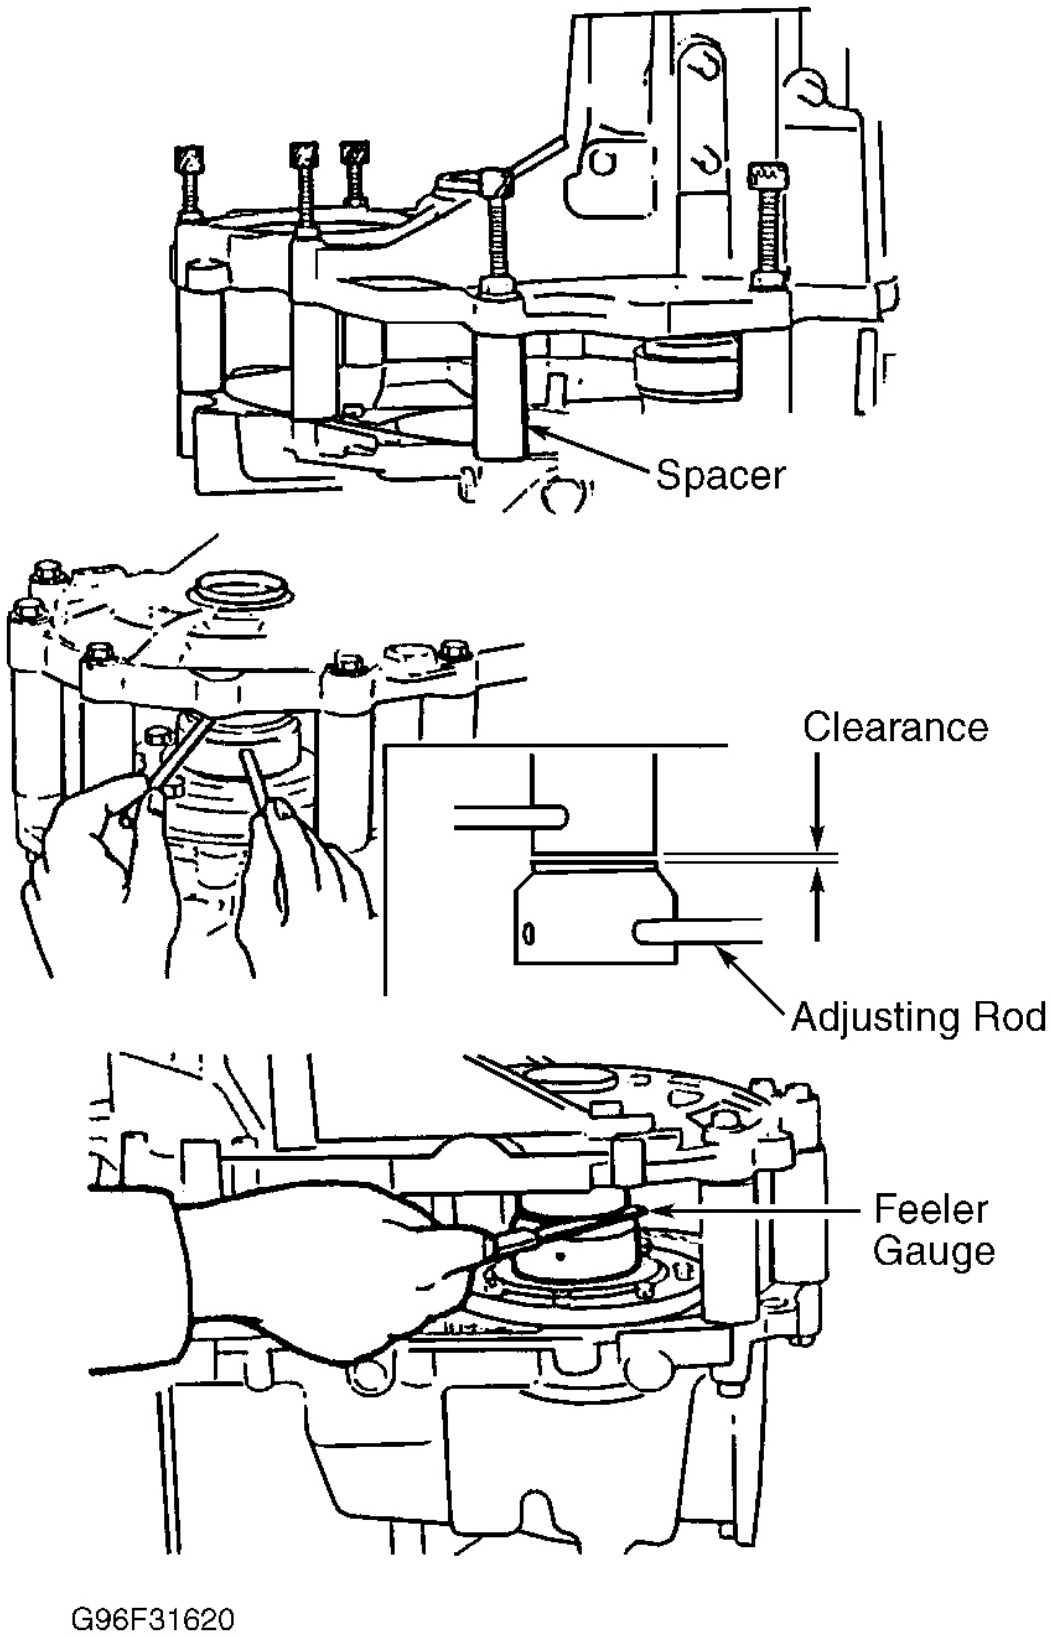

Fig. 12: Determining Differential Side Bearing Preload Shims
2. Eliminate gap on selector gauge by turning collars of selector gauge. Mount spacing collars between transaxle case and clutch housing. See **Fig. 12** . Tighten bolts to 14-18 ft. lbs. (19-25 N.m).
5. Using feeler gauge, measure gap between selector collars. See **Fig. 12** . Take measurements around entire circumference of selector. Select shims equal to maximum clearance measured. Shims range in thickness from .008" (.20 mm) to .022" (.55 mm) in increments of. 002" (.5 mm).
9. Using feeler gauge, measure clearance of gap between selector collars. See **Fig. 12** . Take measurements around entire circumference of selector. Select shims equal to maximum clearance measured plus .006" (.15 mm). Shims range in thickness from .004" (.10 mm) to .047" (1.20 mm) in increments of .002" (.05 mm).